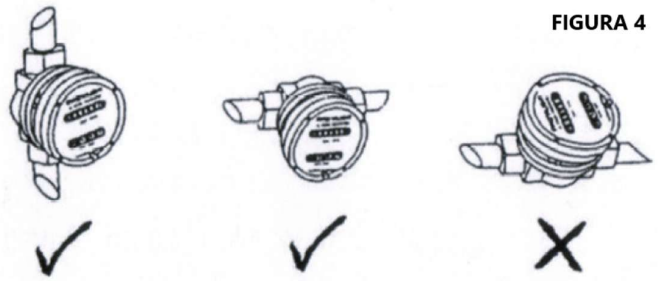

FIGURA 4
2. O medidor de vazão não tem requisitos especiais para o tubo direto. Pode ser instalado na vertical ou na horizontal. O eixo da rotação da engrenagem oval deve ser paralelo ao chão. De acordo com a figura 4.